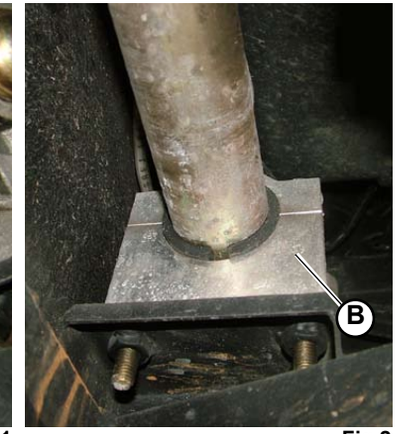

Fig.2
3. Turn on the 4 screws (2 screws for each U-bolt) to secure the two U-bolts (**B-Fig.2**): **tightening torque (000800-16c)**